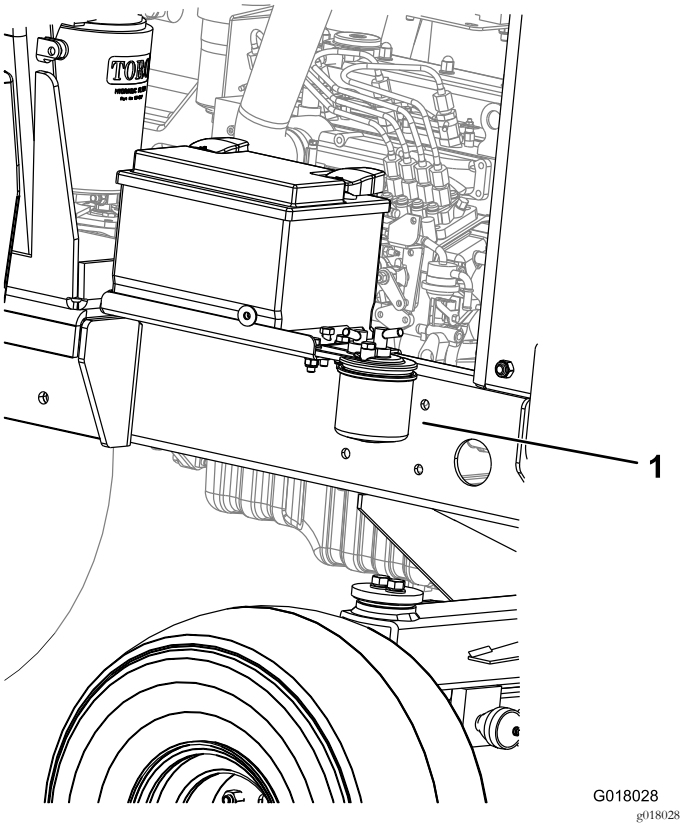

Figur 43
1. Sätt en ren behållare under bränslefilterskålen (Figur 43).